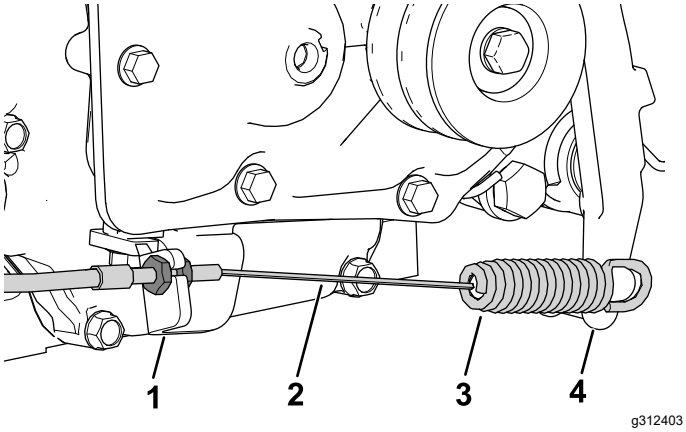

Figura 5
5. Instale el cable del embrague en el disco del embrague (Figura 5).
6. Conecte el extremo del muelle del cable del embrague en la palanca del embrague (Figura 5).